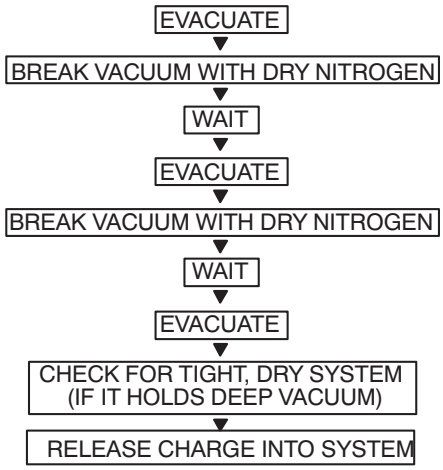

Fig. 25 —Triple Evacuation Method
The triple evacuation method should be used when vacuum pump is not capable of pumping down to 500 microns and system does not contain any liquid water. Refer to Fig. 25 and proceed as follows:
5. Repeat this procedure as indicated in Fig. 25. System is now free of any contaminants and water vapor.